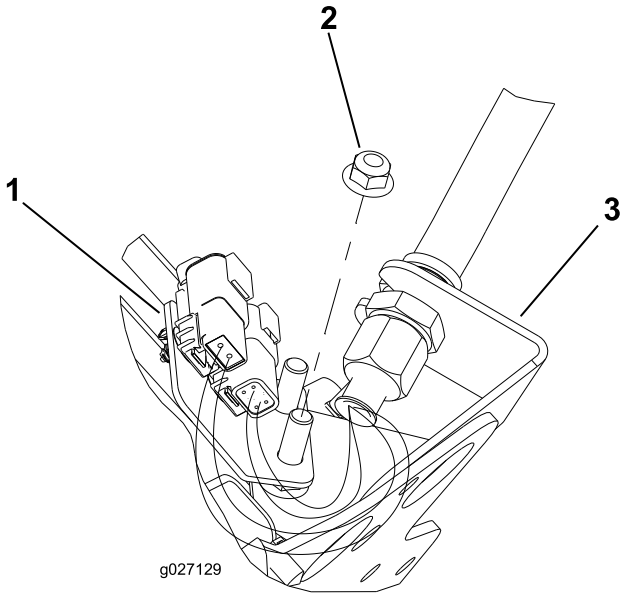
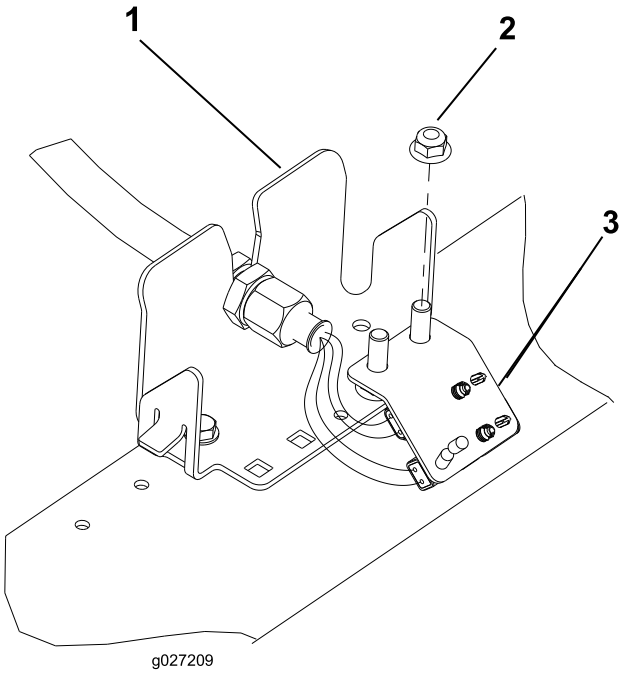

**Figur 12**
**Figur 15**
6. Gentag proceduren på de resterende 4 placeringer på skottet som vist i Figur 12 til Figur 15.